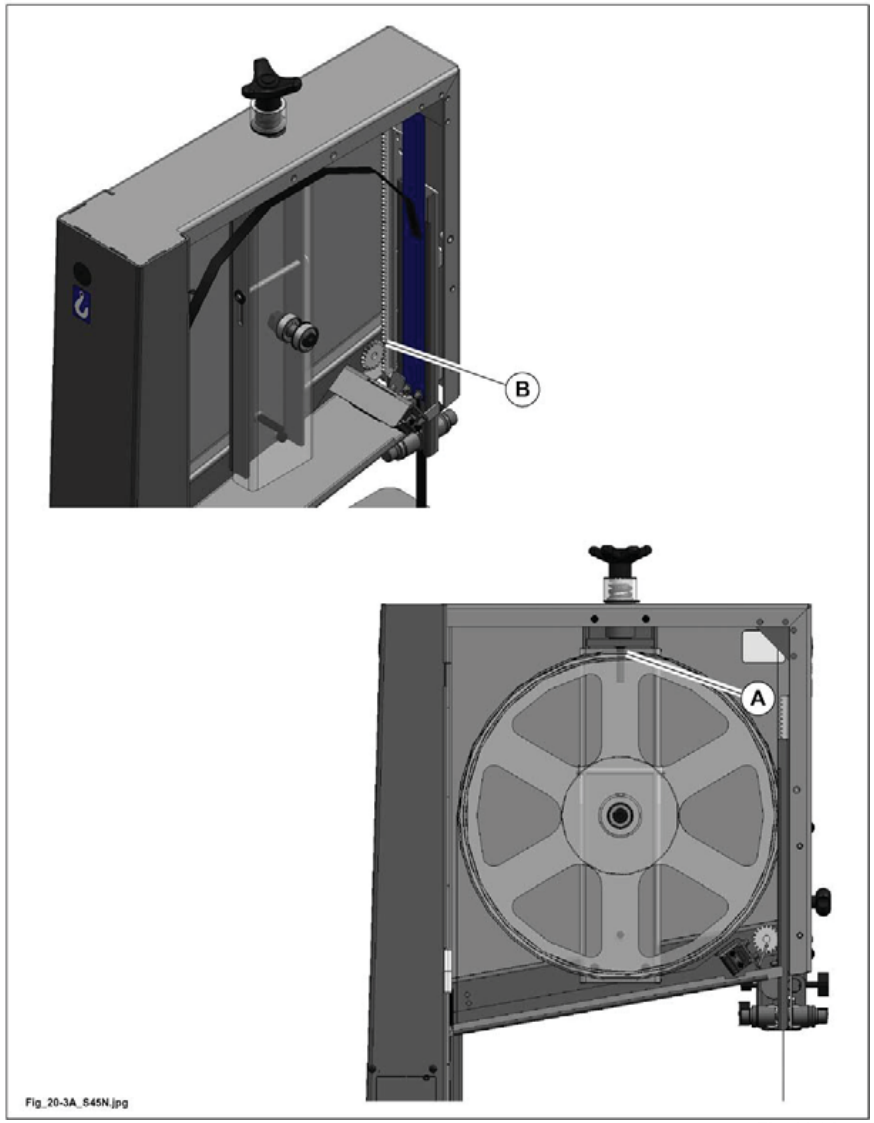

Fig. 20.3A
- the blade tensioning screw (A fig. 20.3A);
- the rack and pinion system (B fig. 20.3A) for the adjustable safety device.